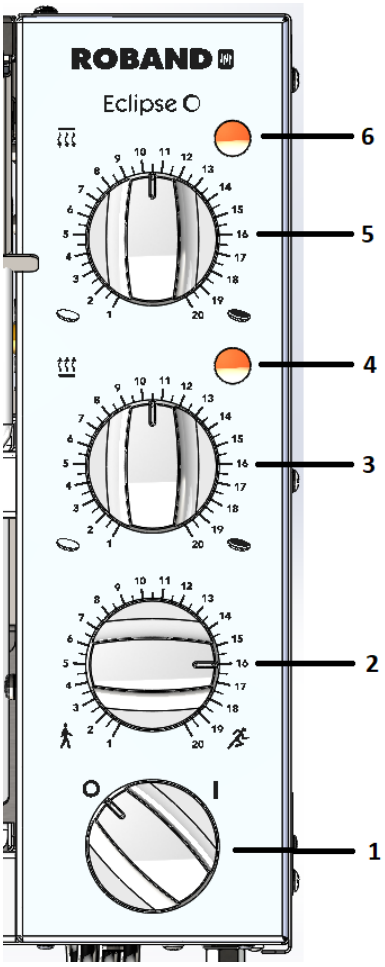

Figure 1 – Control Panel
The elements and conveyer are switched on simultaneously using the main on/off switch, item 1 in figure 1. When the toaster is switched on the pilot lights will illuminate to indicate power is being supplied to the top and bottom elements.
The element power is controlled by each output control, items 3 and 5 in figure 1. The upper and lower elements are controlled individually with these controls.
The conveyor speed controller controls the speed of the conveyor belt, item 2 in figure 1.